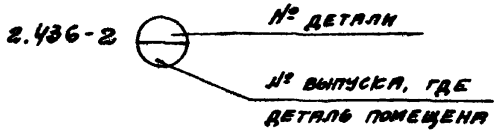

Рис. 1
10. В рабочих чертежах проекта ссылки на типовые детали данной серии производится маркировочными кружками с обозначением слева номера серии (смотри рисунок 1)